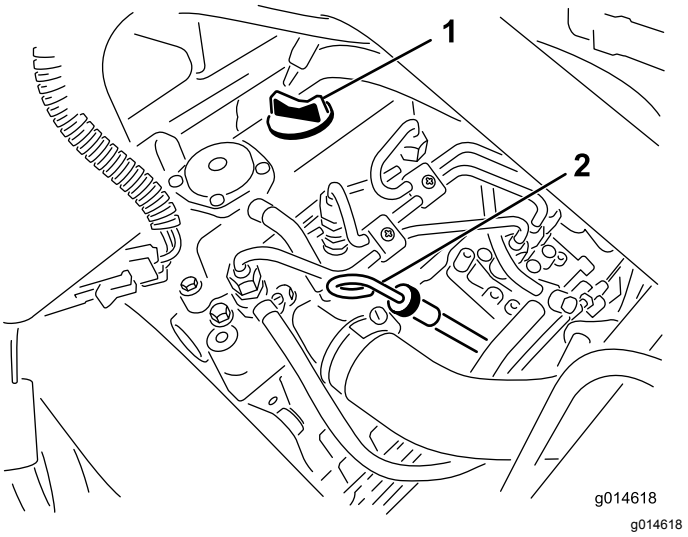

Figur 23
2. Fjern målepinden, og aftør den med en ren klud (Figur 23).